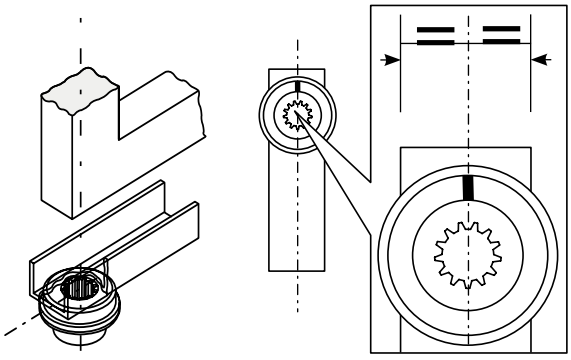
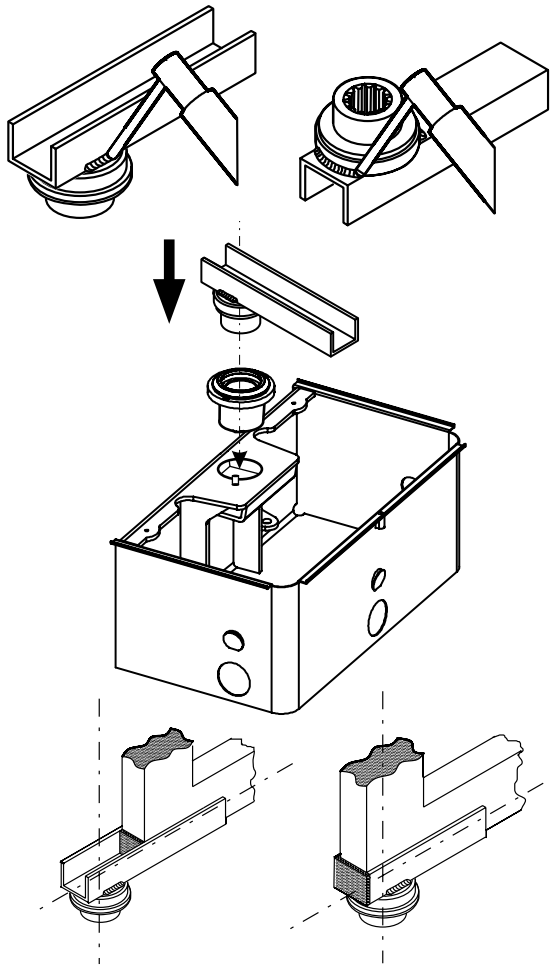

Fig. 3
Fig. 4
- Coloque los componentes del kit junta acanalada como se indica en la Fig. 3 y en la Fig. 4, prestando atención a respetar el posicionamiento de la referencia situada en la junta acanalada. Suelde el perfil en U a la junta acanalada como se muestra en la Fig. 4.
- Plaats de onderdelen van de kit met groefverbinding zoals aangegeven in Fig.3 en Fig.4 met inachtneming van de markering op de groefverbinding; las het U-profiel aan de groefverbinding zoals geïllustreerd in Fig.4